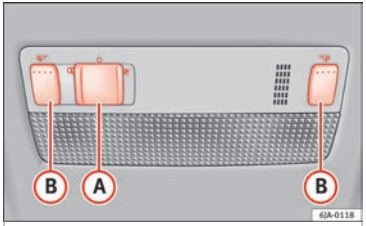

Fig. 50 Interior lighting – version 1.
– Move the switch (A) ››› **Fig. 50** toward the side of the light. The symbol will be displayed.
– Move the switch (A) ››› **Fig. 50** to the centre position **O**.
– Move the switch (A) ››› **Fig. 50** to the centre of the light. The symbol will be displayed.
– The reading lights are switched on and off by pressing switch (B) ››› **Fig. 50**.
Where the courtesy light is on (switch (A) ››› **Fig. 50** in position), the light will come on if: